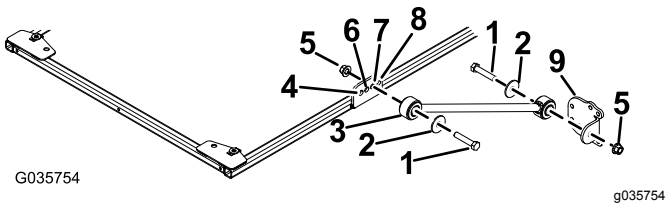

Figure 35
2. On each side of the sunshade frame, loosely mount a brace to the third hole of the brace bracket with a bolt (1/2 x 2-1/2 inches), washer (1/2 inch), and flange nut (1/2 inch) as shown in Figure 35.
3. Loosely install a brace bracket to each brace with a bolt (1/2 x 2-1/2 inches), washer (1/2 inch), and flange nut (1/2 inch) as shown in Figure 35.